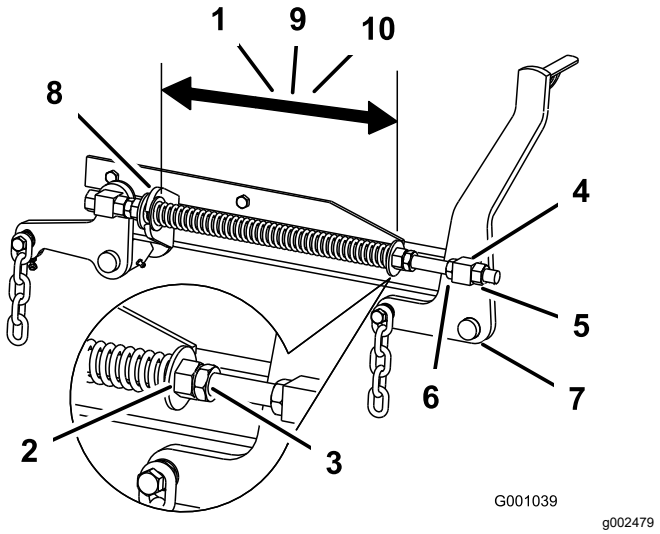

Figuur 113
2. Controleer de afstand tussen de 2 grote ringen; deze moet 28,2 cm bedragen bij een maaidek van 132 cm, 26,7 cm bij een maaidek van 152 cm en 29,2 cm bij een maaidek van 183 cm (Figuur 113).
3. U kunt deze afstand instellen door de contramoer van de veer los te draaien en vervolgens te draaien aan de moer op de voorkant van elke veer (Figuur 113).
4. U borgt de moer in deze stand door de contramoer van de veer vast te draaien (Figuur 113).